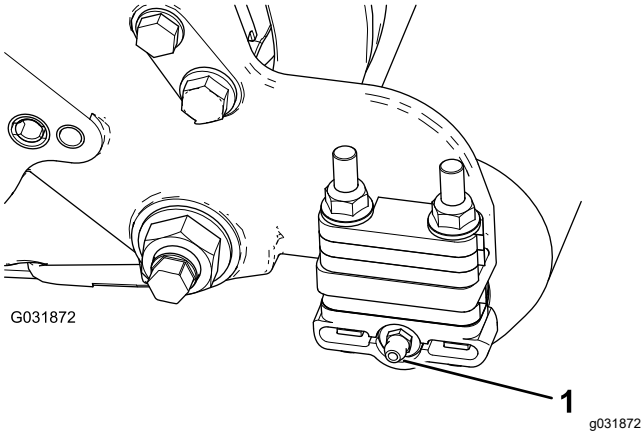

**Figur 8**
2. Montera den 90-gradiga smörjnippeln riktad bakåt (Figur 8).